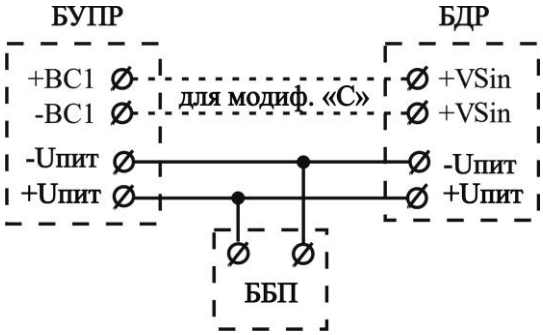

Рис. 10.3
10.6.3 Схема подключения между собой блоков БУПР и БДР указана на рис. 10.3